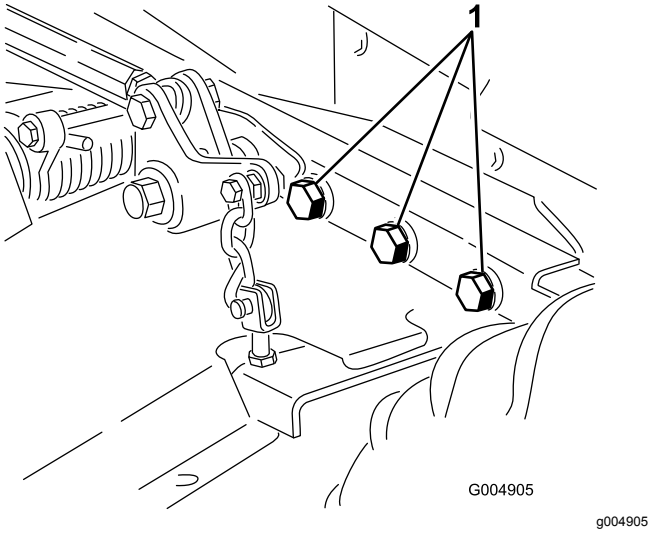

Figur 59
5. Kontroller, at der ikke er løse dele, som skal være fastspændte, og efterspænd dem om nødvendigt. Tilspænd de seks bolte, der fastholder plæneklipperskjoldets ramme til traktionsenheden (Figur 59), med et moment på 359 N·m.